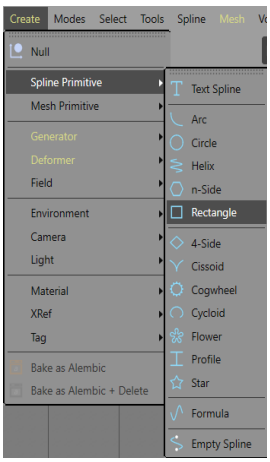

Figure 2-5 *Choosing* ***Rectangle*** *from the* ***Create*** *menu*
1. Choose **Create > Spline Primitive** from the main menu; a cascading menu is displayed. Next, choose **Rectangle** from it, as shown in Figure 2-5; a rectangle is created in all the viewports. Also, *Rectangle* is added to the Object Manager.